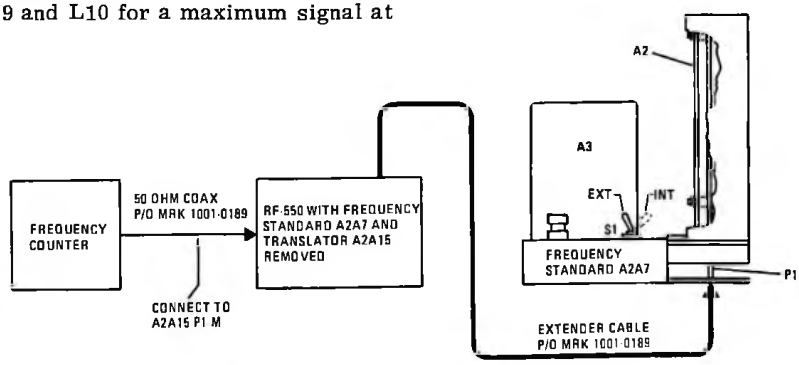

Figure 3. 160 MHz Generator PWB Assembly Test Setup Diagram
b. Make test connections shown in figure 3.